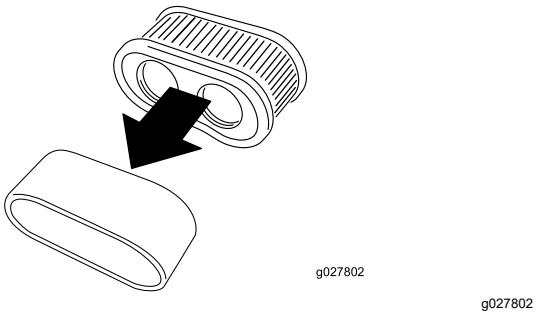

Figura 43
5. Separai elementele din spumă i cele din hârtie (Figura 43).